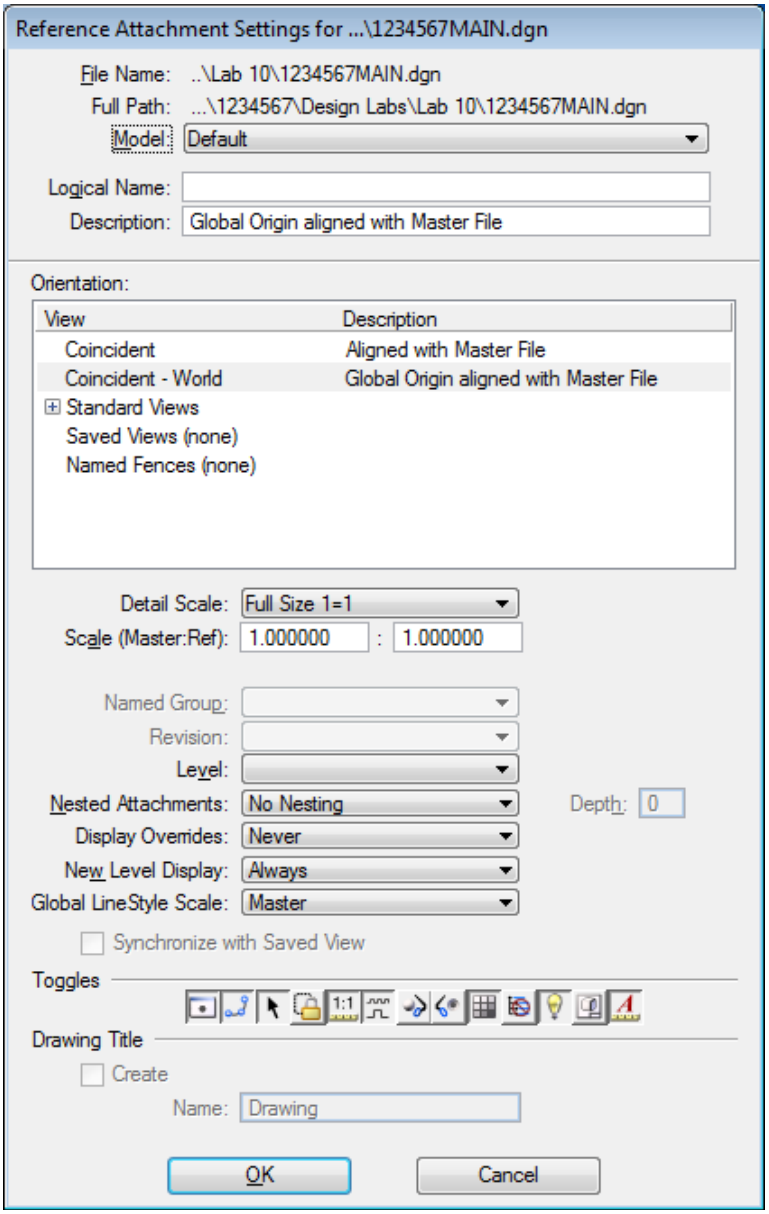

Figure L10-2 Reference Attachment Settings Dialog
13.	**In the References Window – attach the File 1234567MAIN.dgn.** • Select **Tools ► Attach** and the **Attach Reference** dialog opens. • Navigate to **C:\InRoads Data\1234567\Design Labs\Lab 10** • Highlight **1234567MAIN.dgn** • Click **Open**. • The **Reference Attachment Settings** dialog opens as shown in *Figure L10-2*.